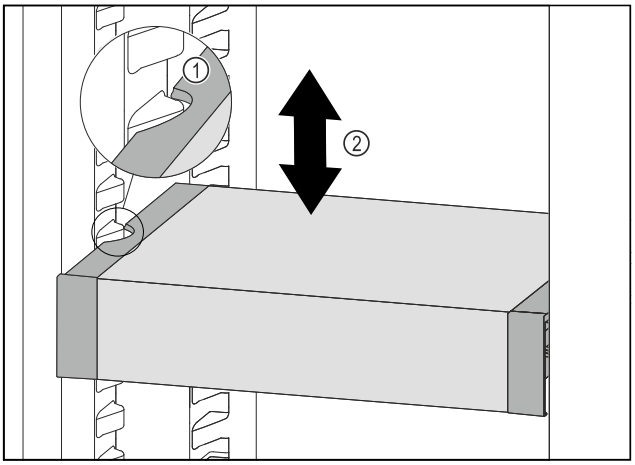

Fig. 171
▶ Tirer le VarioSafe vers l'avant jusqu'à ce que les encoches latérales du VarioSafe soient à la hauteur de la nervure du bac dans la partie réfrigérateur. *Fig. 171 (1)*
▶ Déplacer le VarioSafe vers le haut ou vers le bas dans la partie réfrigérateur jusqu'à ce que la hauteur souhaitée soit atteinte. *Fig. 171 (2)*